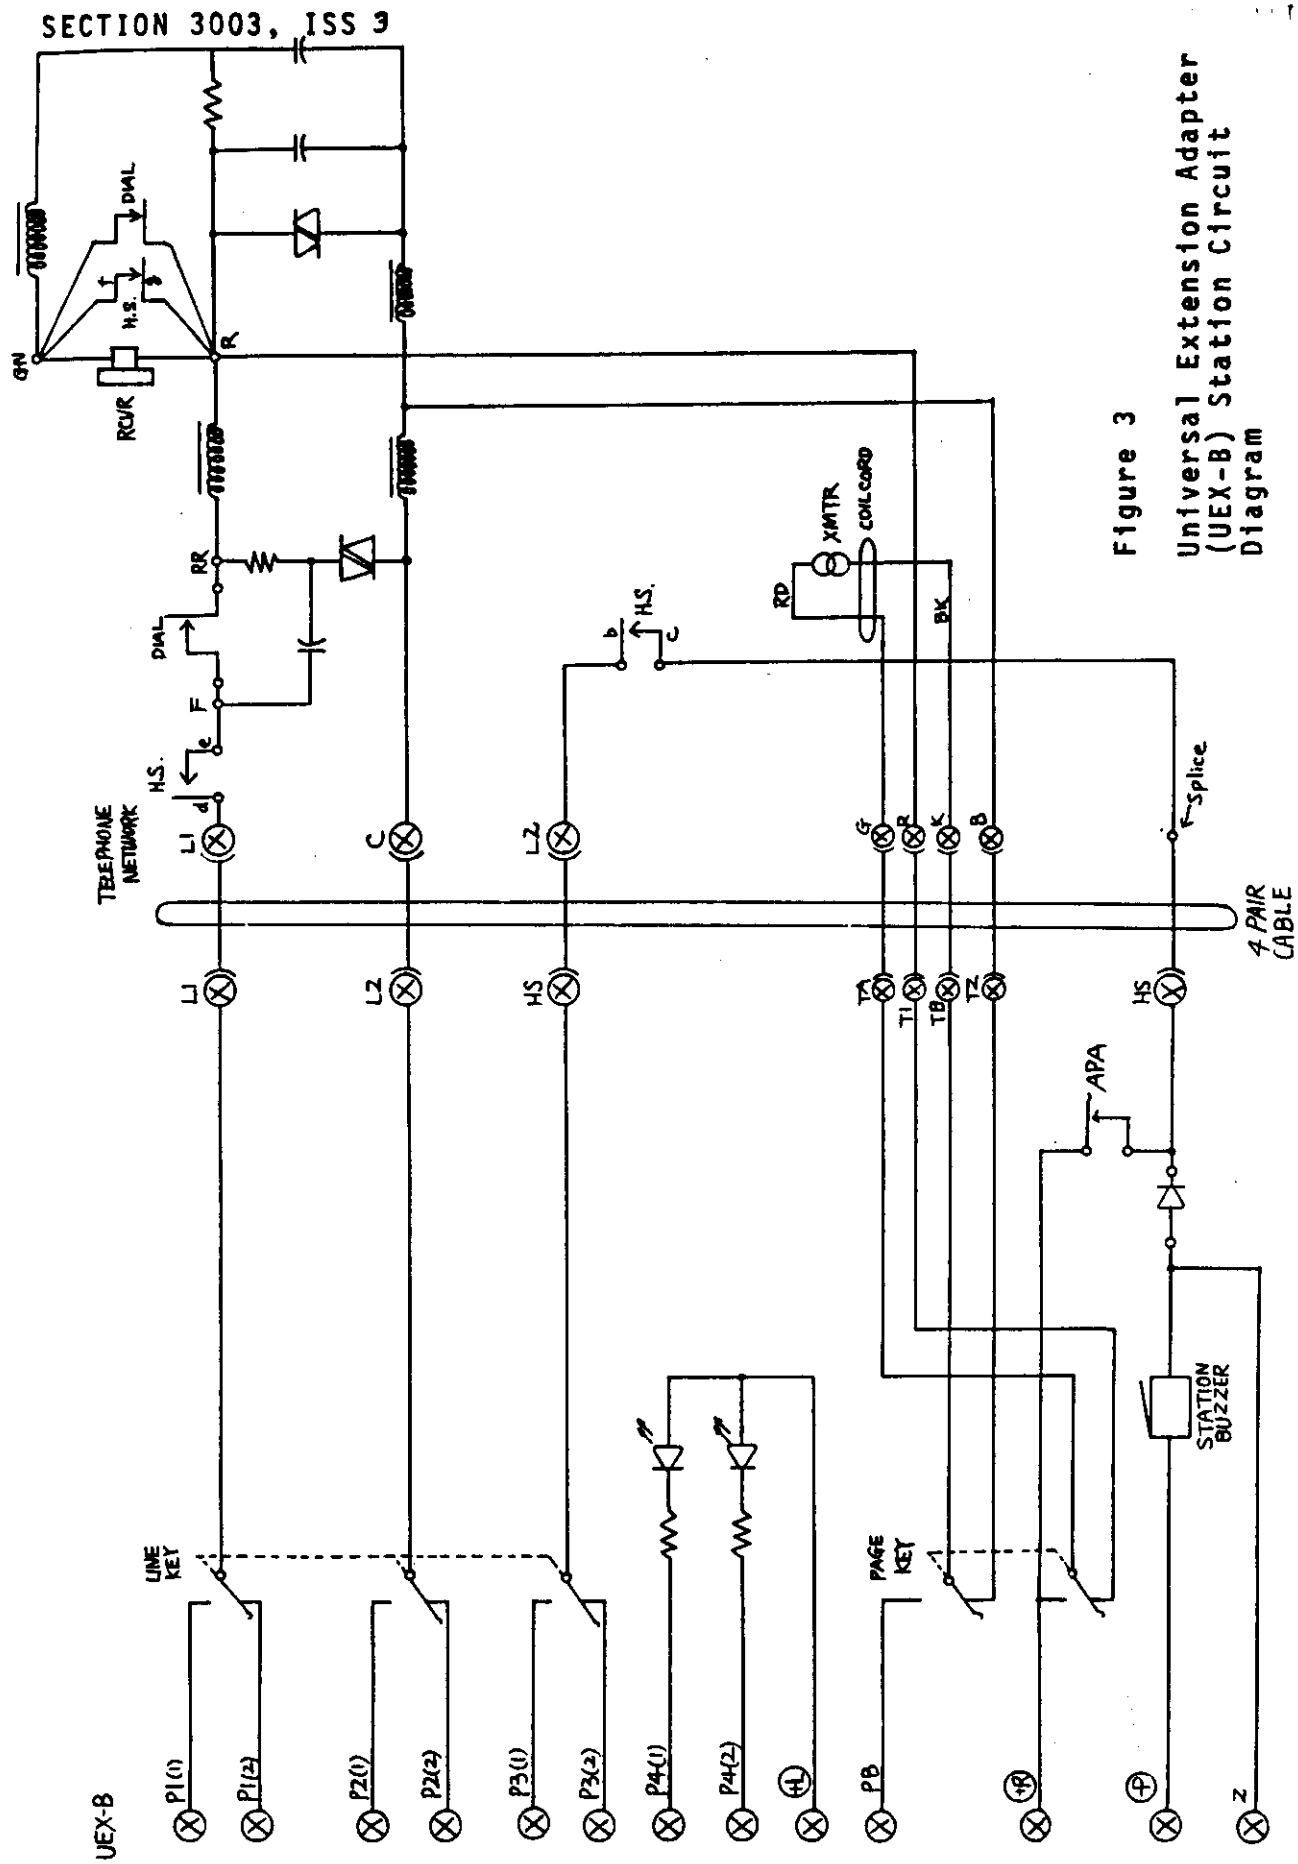

Figure 3
4.01 figure 3 illustrates a standard 500 type telephone connected to the UEX-B Adapter.
2.03 Figure 3, BT-2250 KSU CONN D/EEX Circuit Card 12
c. Figure 3, BT-1530 Wiring Diagram 6
c. Figure 3 Univ. Ext. Adapt. (UEX-B) 10